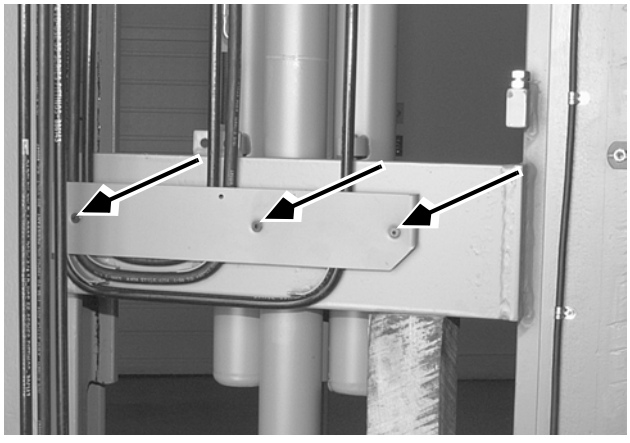

Figure 7-245: Over-the-Mast Hose/Cable Retaining Screws
5. Loosen the three (3) retaining screws and plate. See Figure 7-245.
4. Loosen the three (3) retaining screws and plate. See Figure 7-245 on page 7-273.